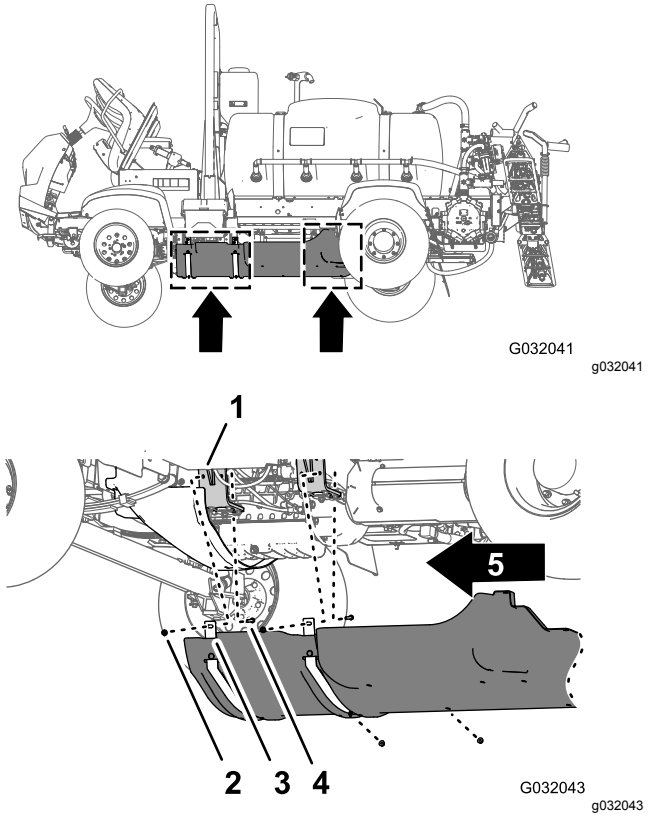

Figur 179
1. Innrett understellsdekslet med maskinens nedre chassis (Figur 179).
2. Før understellsdekslets støttestropper over boltene og låsebolten ved maskinens motorfestebraketter (Figur 179).
3. Monter understellsdekslet til motorfestebrakettene og boltene (Figur 179) med de fire flenslåsemutterne (5/16 tomme) som du fjernet i trinn 2 av 12 Fjerne valgfritt understelldekselsett (side 24).